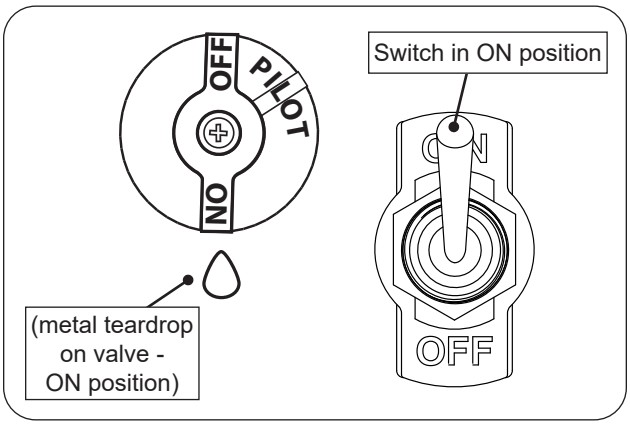

Fig. 28-1 Manual lighting
1. Ensure the pilot is burning. Turn the control knob counterclockwise to **ON** (see Fig. 28-1).
2. Flip the toggle switch to **ON** to ignite the burner (see Fig. 28-1).